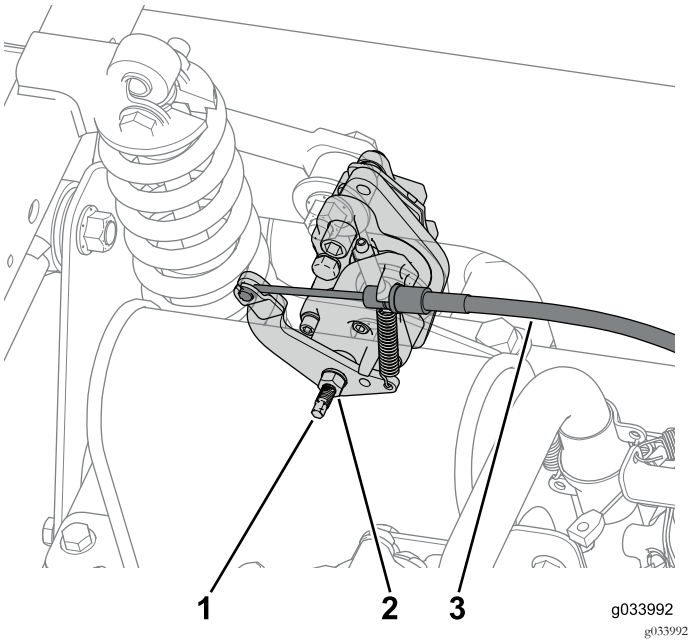

Figur 8
1. Løsn kontramøtrikken, og skru derefter justerskruen to omgange mod uret på de to bageste bremsekalibre (Figur 8).
2. Frakobl parkeringsbremsens kabel fra de to bageste bremsekalibre (Figur 8).